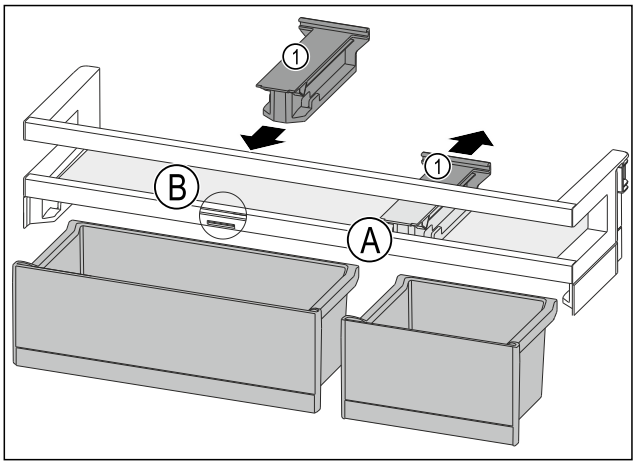

Fig. 109
▶ Take off the holding part *Fig. 109 (1)* in position *Fig. 109 (A)* backwards.
▶ Insert the holding part *Fig. 109 (1)* in position *Fig. 109 (B)*.